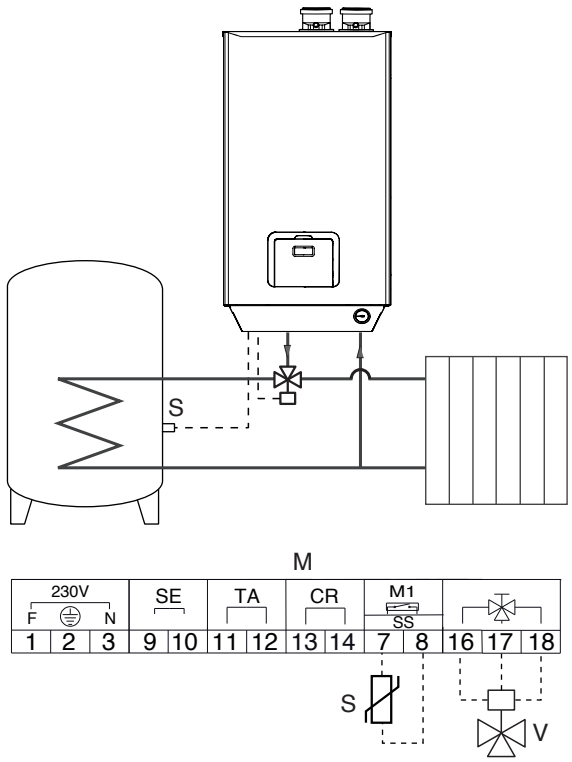

Fig. 32
- complete the water circuit shown in Fig. 32
- connect the electrical connections for the diverter valve (V) to contacts 16, 17 and 18 on the boiler's terminal board (M)
- connect the storage tank's probe (S), which is supplied as an accessory, to contacts 7 and 8 on the boiler's terminal board (M)